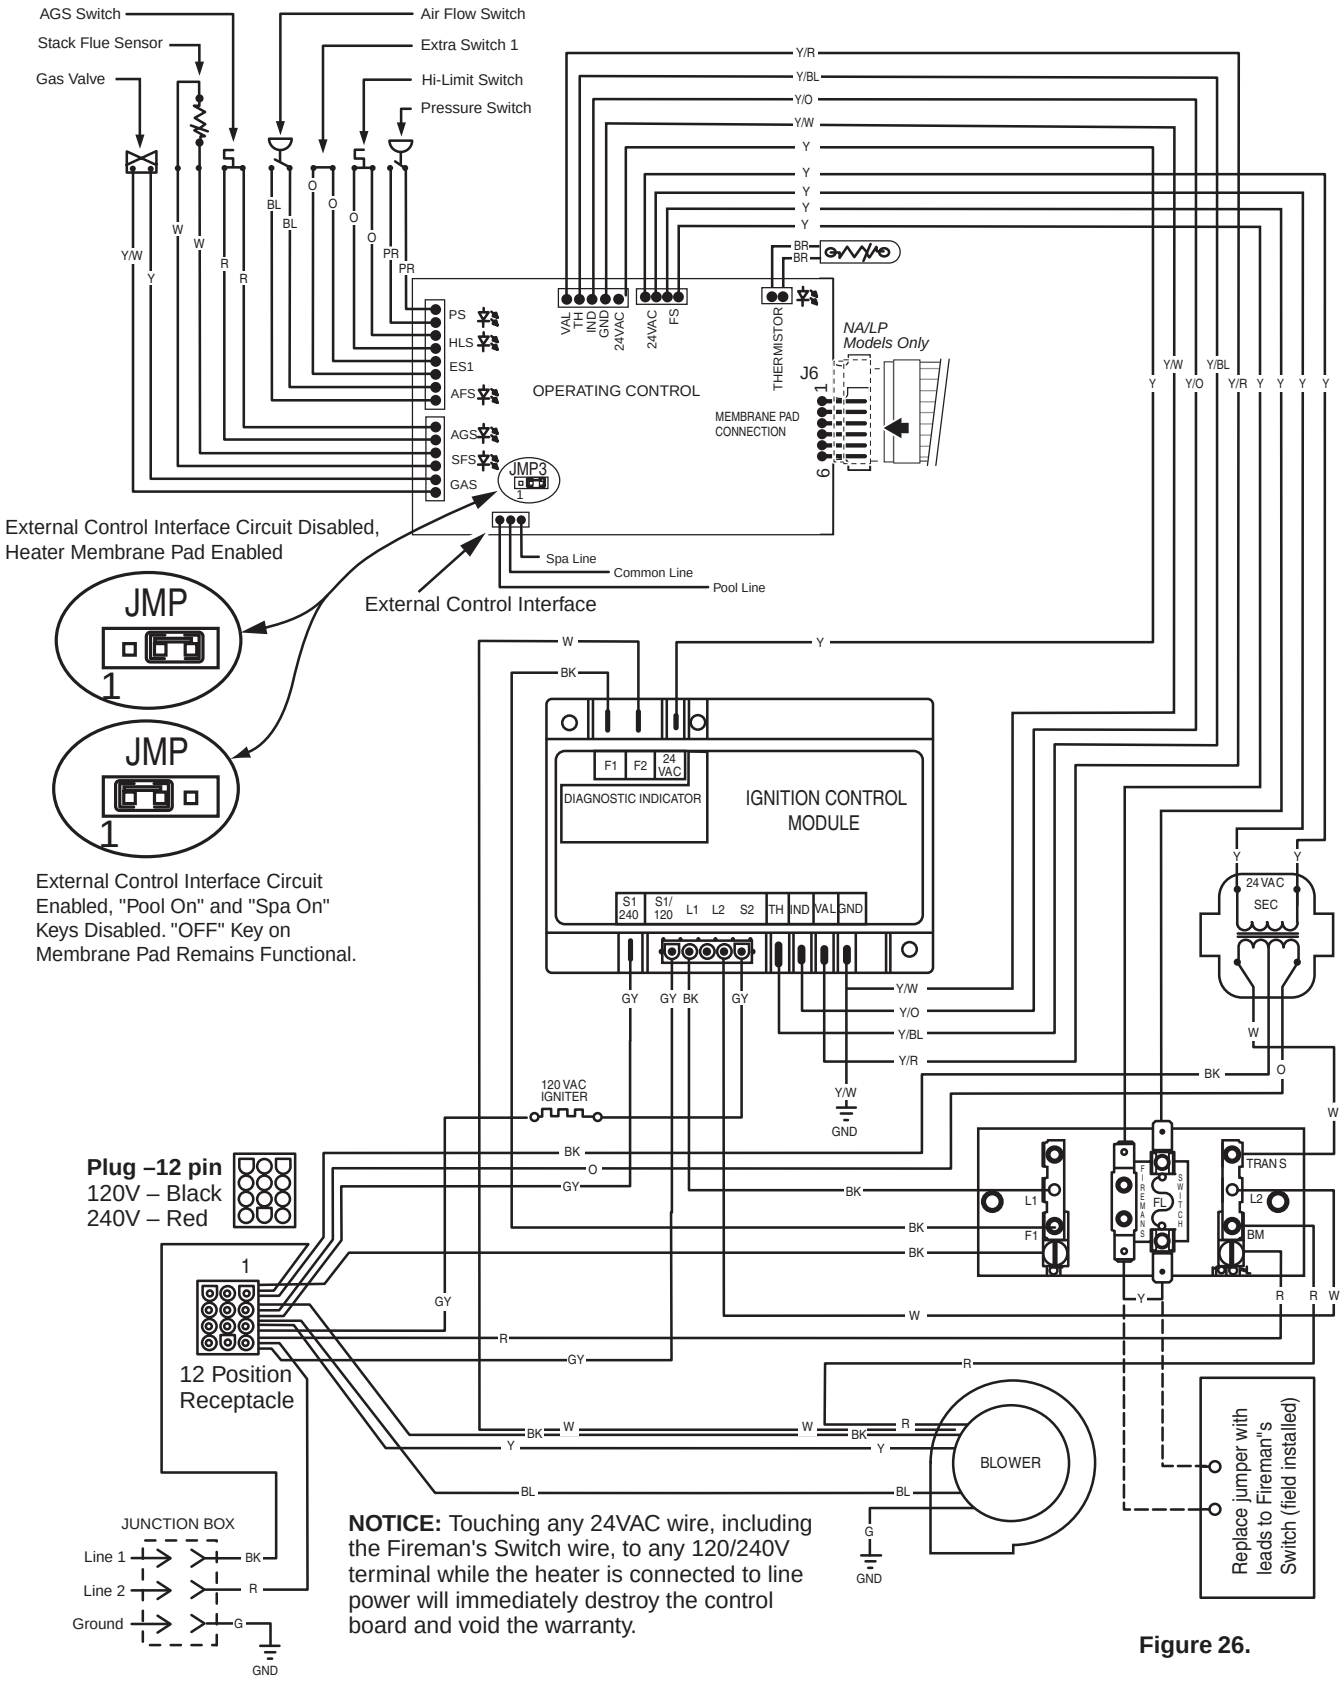

Figure 26.
- Connect wires between the control board terminals on the heater and the external relays, as shown in Figure 26. Use at least 2 relays per heater, to allow for an "OFF setting" on each heater mode. Select relays that can handle logic level switching. DO NOT apply line voltage to control board terminals.
- Move jumper (as shown on Figure 26) to enable external control and to disable the heater membrane pad's "Pool ON" and "Spa ON" buttons (the "OFF" key on the membrane pad remains functional).